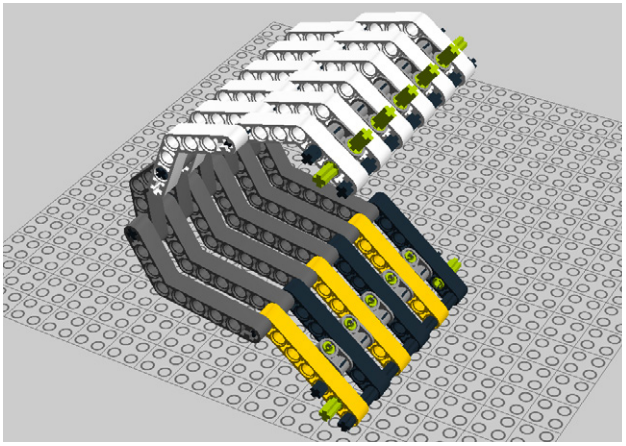

Figure 7-18. *Step 11: Adding cross connectors*
11. Now, add 14 cross connectors. Note that some of them are only partially visible and the butt ends can be seen through the cross blocks in Figure 7-18.